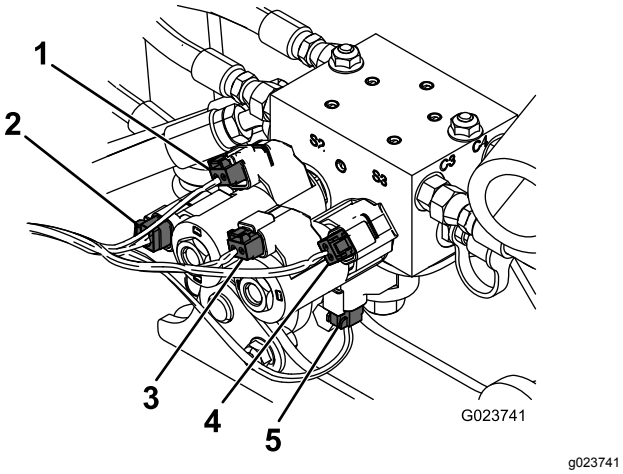

Figur 21
5. Slut ledningsnettet til den hydrauliske blok som vist i Figur 21.